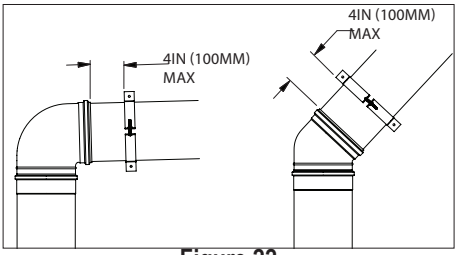

Figure 22
- Elbows and Tees must be supported by a Wallstrap within 4in (100mm) after the Elbow or Tee section. ***(Fig.22)***